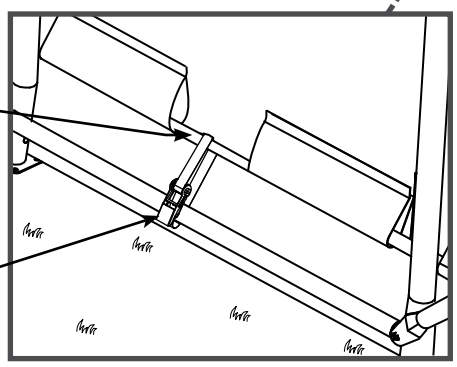

Fig.11J
J. Adjust the cover front to back so that it is centered. Install the bottom cover rails (#802051 and #802050) by inserting them into the pipe pockets on each side of the cover. An opening allows the webbing to wrap around cover rail and base rail to secure the cover. Tighten webbing using ratchet as shown in Figure 11J